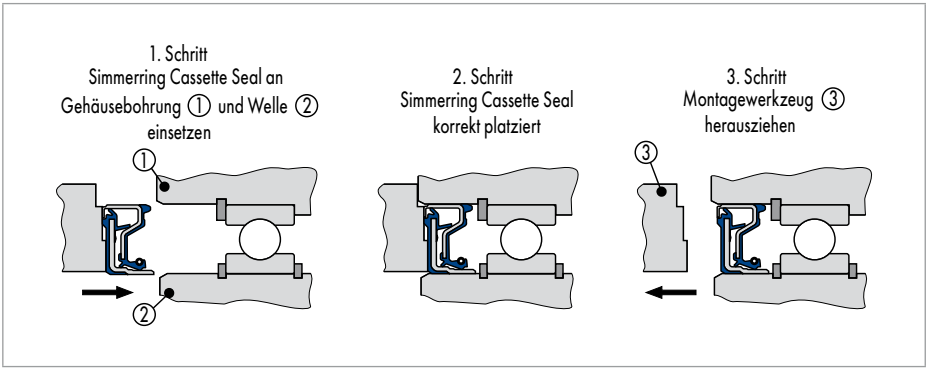

Abb. 55 Montage von Simmering Cassette Seal – Fall C („parallel")
- parallele Montage (→ Abb. 55 )